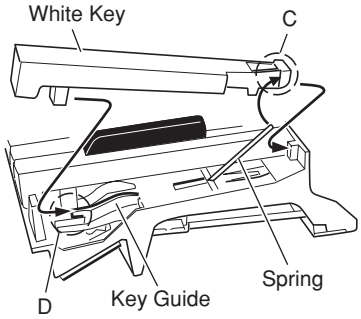

Fig.25
1. After a key has been fit to part "D" and key guide, make sure that the spring is fixed to the key and then press down part "C" of the key. (Fig.25)